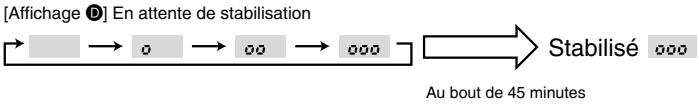

Fig. 8-3
③ Appuyer sur la touche (FILTER) (touche ↵) pour confirmer la configuration. (Fig. 8-3)